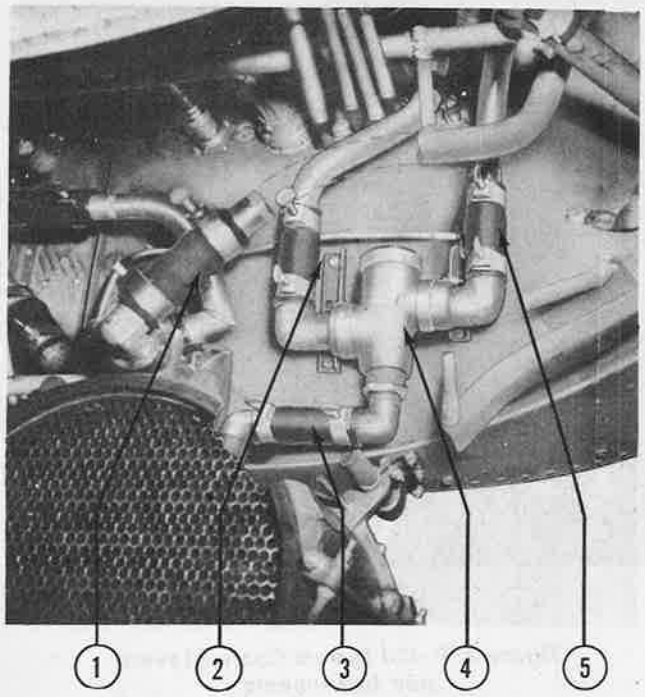

Figure 280—Surge Valve Installed on Fire Wall
2. SURGE PROTECTION VALVE. *(See figures 280 and 282.)*—This valve is installed (on some airplanes) as an added protection of the oil cooler against high pressure. Surges of pressure, greater than can be safely overcome by the relief valve, are relieved through this valve. At 55 psi the "OUT" port to the tank line starts to open. Simultaneously the port to the cooler starts to close. At 70 to 100 psi the tank port is wide open and the cooler port is completely closed. On some of the airplanes in which this valve is used it is installed upon the fire wall; on others it is an integral part of the oil temperature regulator.